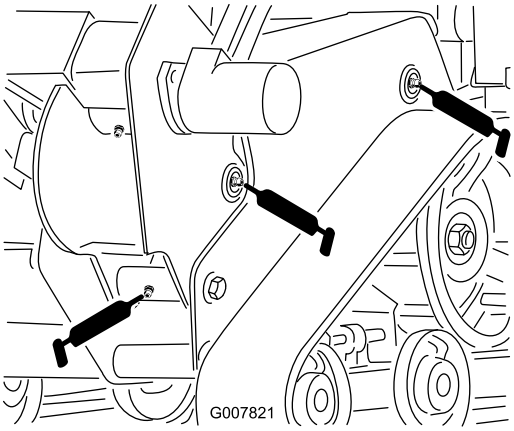
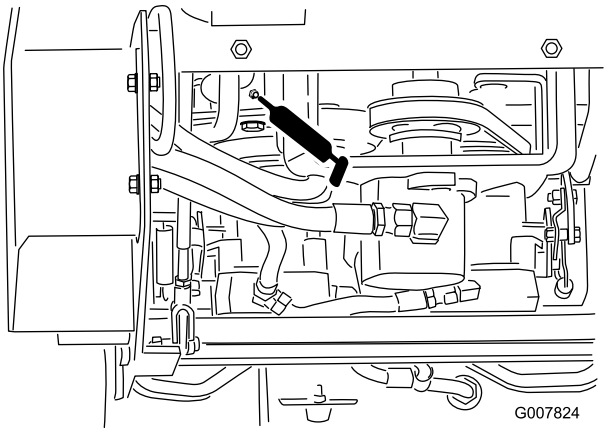

**Rysunek 27**
**Rysunek 30**
3. Podłącz smarownicę pistoletową do każdej smarowniczki (Rysunek 27 poprzez Rysunek 30).